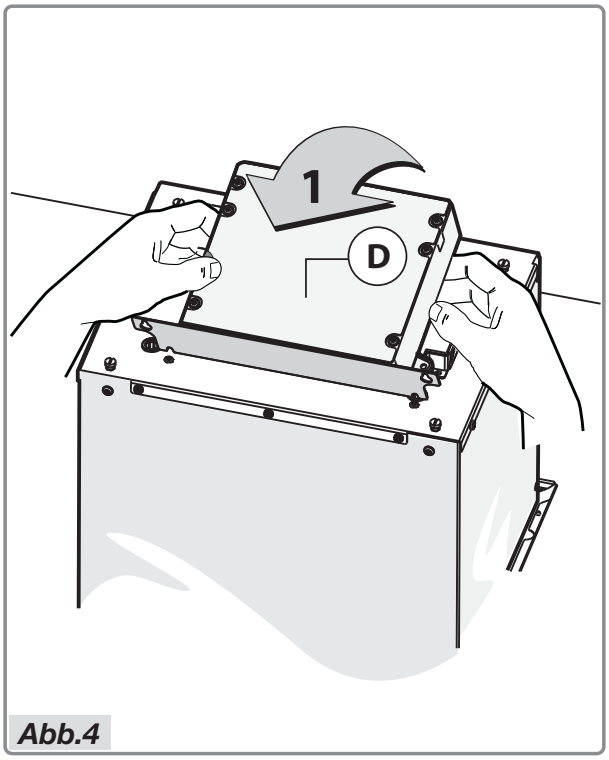

Abb.4
- Heben Sie den Schaltkasten an (Abb.4).